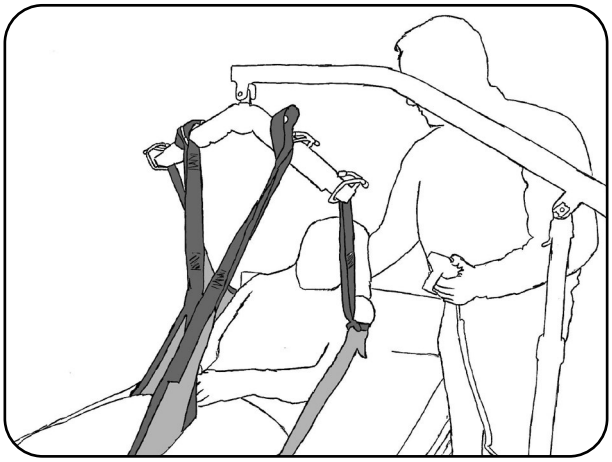

Abb. 9.2.04 - Anheben des Patienten
12. Heben Sie den Patienten mit dem aks-Patientenlifter an (Abb. 9.2.04). Beobachten Sie dabei den Patienten und die Straffung des Liftergurtes. Korrigieren Sie gegebenenfalls den Sitz des Liftergurtes durch erneutes Ablassen des Patienten und Verschieben der ungünstig sitzenden Teile des Liftergurtes. Beobachten Sie während des gesamten Hebevorganges ständig den Patienten und den Sitz des Liftergurtes. Heben Sie den Patienten nur so hoch wie nötig.